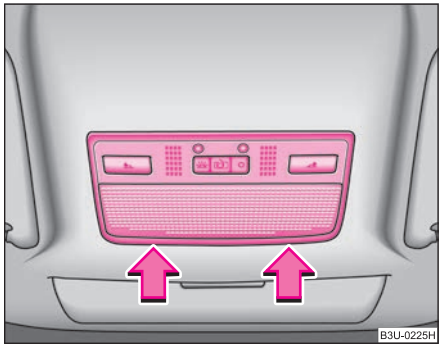

Fig. 206 Interior lights at the front for vehicles without an electric sliding/tilting roof
– Insert a small screwdriver into the slot next to the light ⇒ page 265, fig. 206.